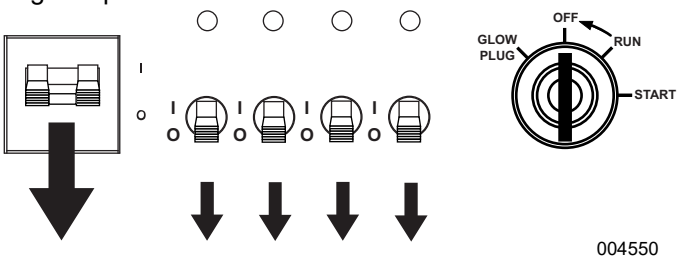

*Figure 3-13. Shutting Down*
2. See ***Figure 3-13***. Switch the individual circuit breakers for each light OFF (O).
3. Switch the main circuit breaker OFF (O).